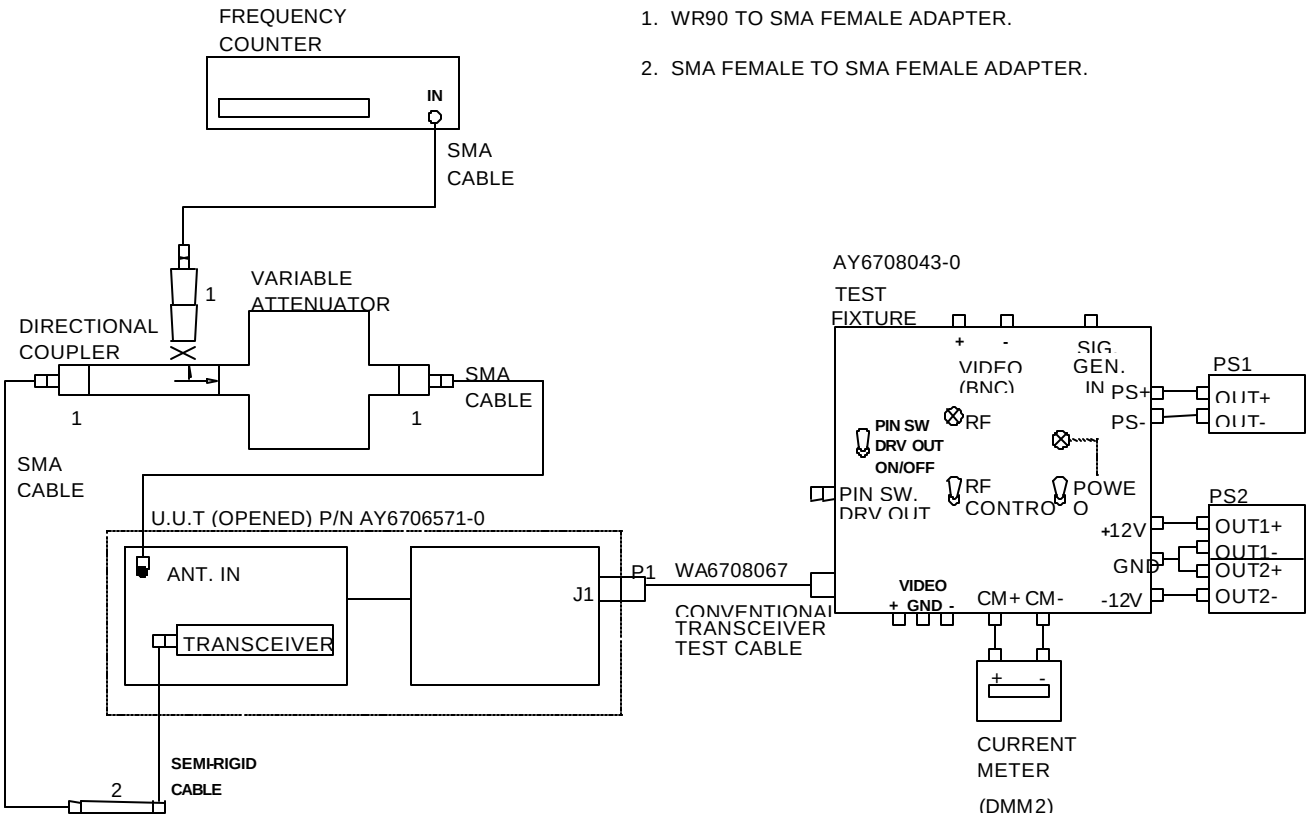
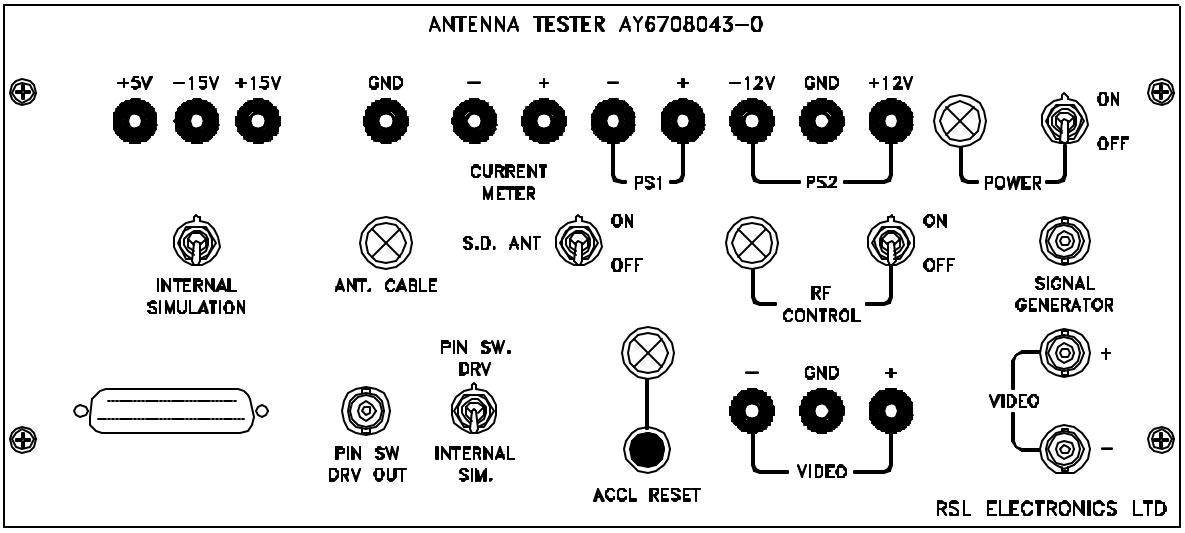
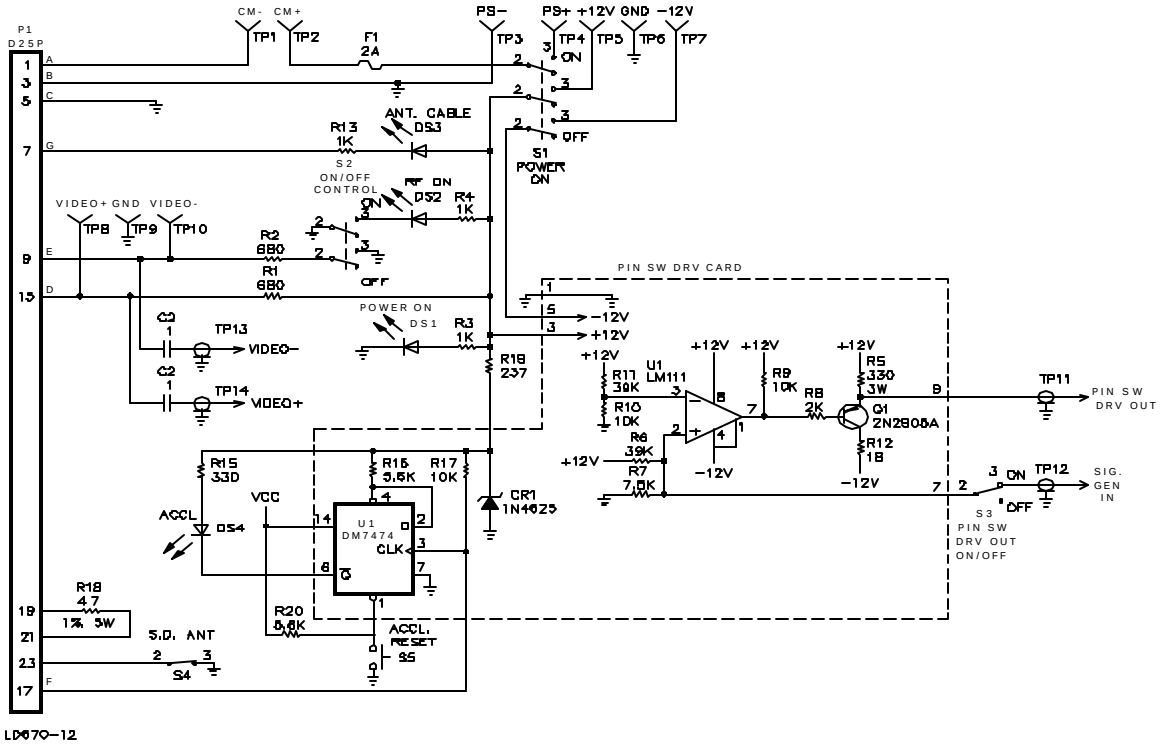

Figure D-21. Transceiver Assembly Power Supply and Transmitted Frequency Test Set-up
Figure D-24. Transceiver Assembly RF Section Test Fixture
Figure D-25. Transceiver Assembly RF Section Test Fixture Schematic
This test is conducted in two major steps, RF section test (D.9.11.2.), performed on a disassembled UUT, and functional test (D.9.11.3.), performed on assembled UUT. The test setups are as shown in Figures D-21., D-22., D-23. and D-27. Figures D-24., D-25., and D-26. are detailed illustrations of the special testers.
j. Connect the UUT to the test setup IAW Figure D-21.
The test setup provided in Figure D-21. shows the equipment used and cable hookup for the first procedural step. Refer to Figure D-25. for schematic of the special test equipment.